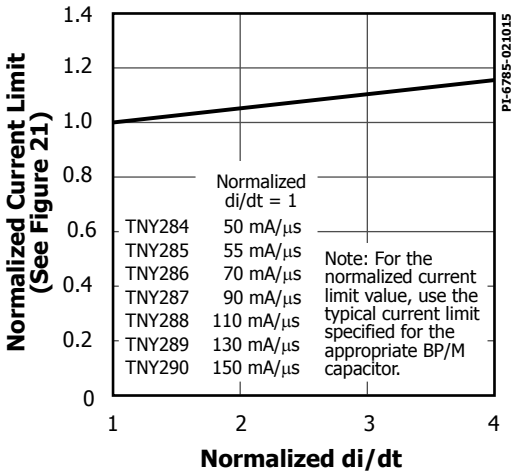

Figure 25. Standard Current Limit vs. di/dt.
E. For current limit at other di/dt values, refer to Figure 25.